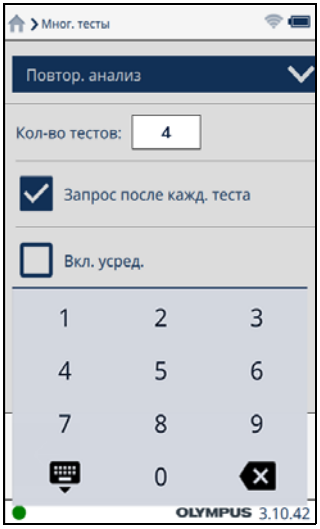

Рис. 2-4 Настройка повторов теста
4. Коснитесь поля **Кол-во тестов** и введите количество повторов выполнения тестов (см. Рис. 2-4 на стр. 21).
◆ На экране **Мног. тесты** установите флажок **Запрос после кажд. теста** (см. Рис. 2-4 на стр. 21).